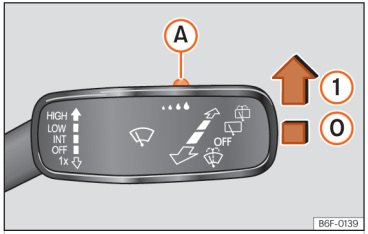

**Fig. 108** Windscreen wipers lever: adjust the rain sensor (A).
Push the lever to the desired position ››› Fig. 108.
When the ignition is switched off and then back on, the rain sensor stays on and starts operating again when the windscreen wipers are in position ››› Fig. 108 (1) and the vehicle is travelling at more than 16 km/h (10 mph).